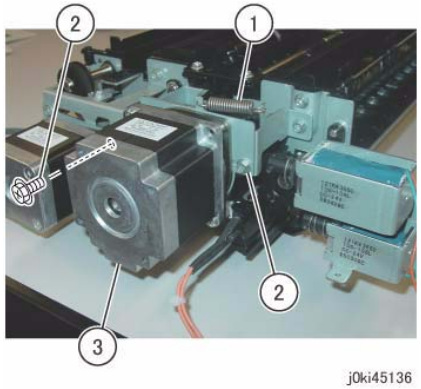

Figure 1 Remove the DADF Feed Motor
12. Remove the DADF Feed Motor. (Figure 1)